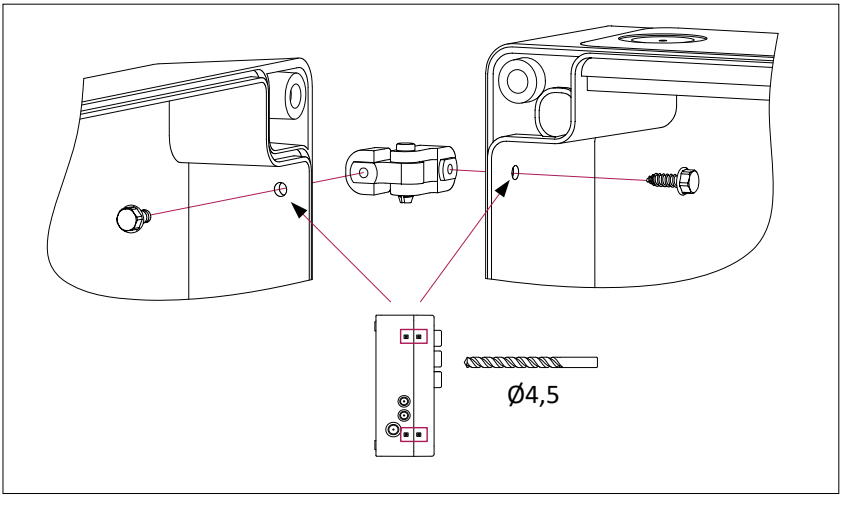

Figure 6
- Choisissez la façon d'ouvrir le couvercle du boîtier et placer-le à l'aide des vis et de la clé à charnière (**Figure 6**). Au préalable, percez soigneusement des trous de Ø4,5 mm aux endroits désignés du couvercle et du fond de boîtier. La figure montre l'installation des charnières à gauche (ouverture du couvercle à gauche).